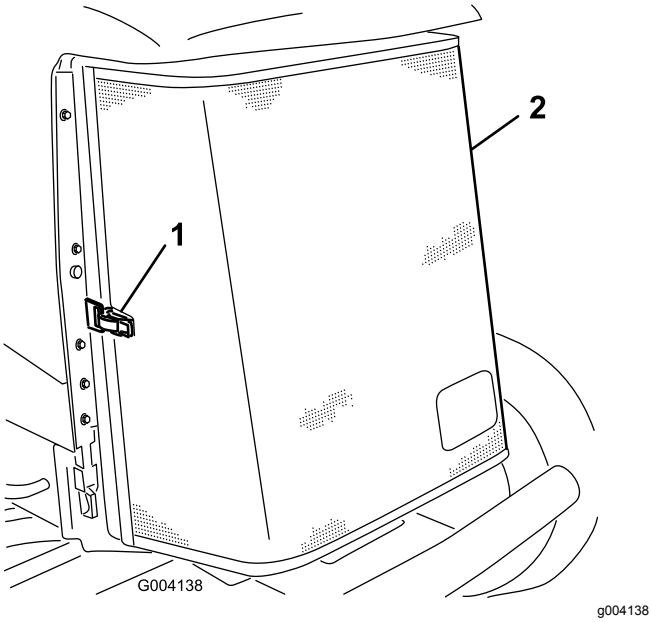

**Figur 84**
3. Lås opp klemmen og sving bakre skjerm åpen (Figur 84).